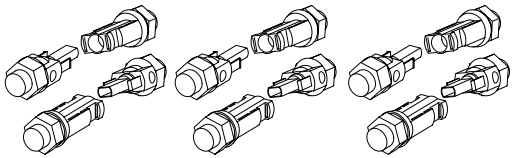

Figure 2.15 DC Connector Input Connection Diagram
4) Finally insert the PV DC connectors into the positive and negative input terminals of the machine. (See Figure 2.15)